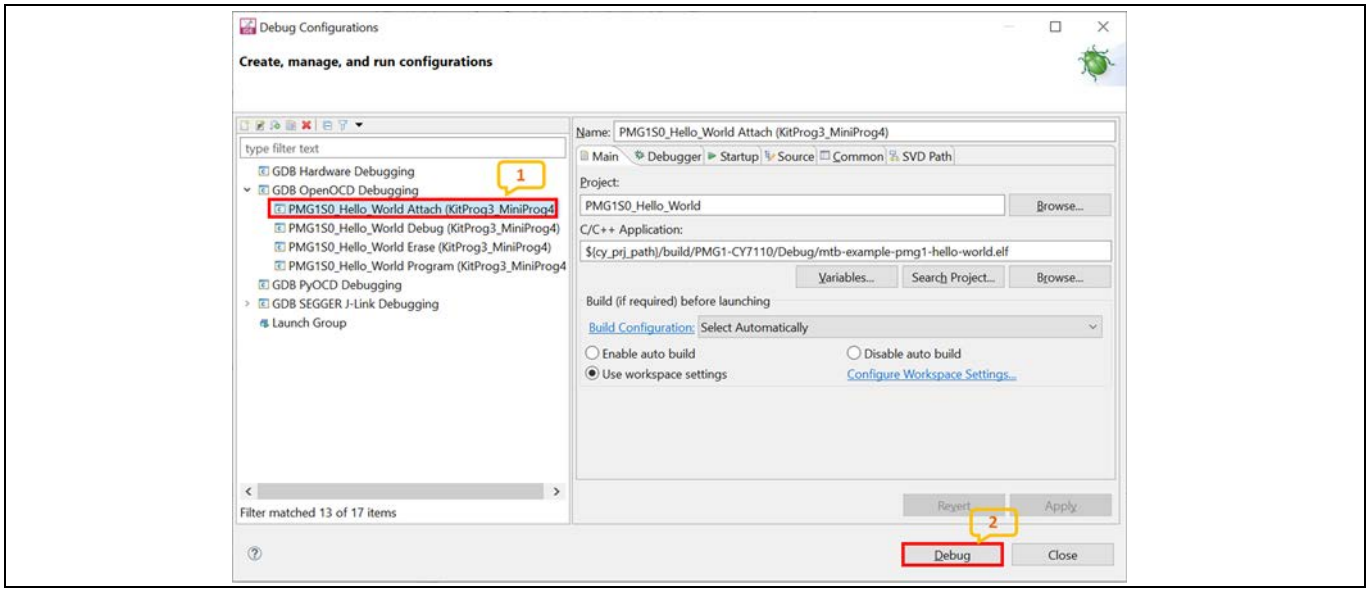

Figure 26　デバッグ アタッチの選択およびデバッグ セッションの開始
5. Figure 26 に示すように、**GDB OpenOCD Debugging** で *<Application name>* **Attach (KitProg3_MiniProg4)** を選択し、**Debug** をクリックします。